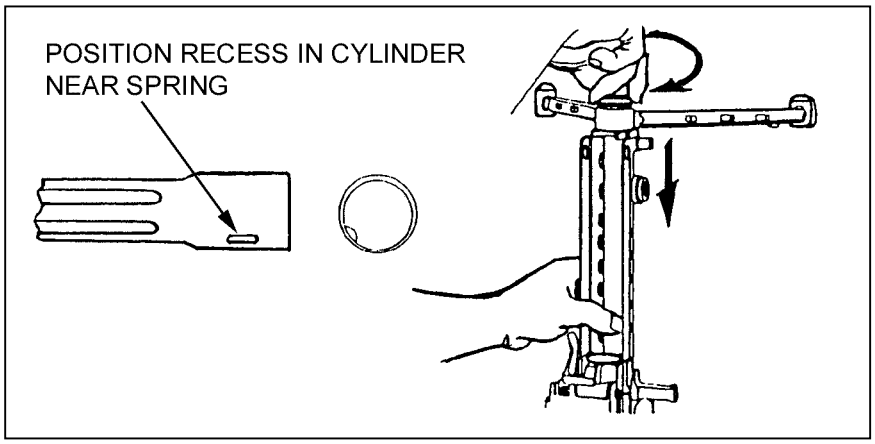

Figure 1-25. Replacement of gas cylinder group.
b. **Replacing the Gas Cylinder Group**. Push the gas cylinder through the bipod yoke into the receiver. Push the cylinder to the rear while countering the pressure of the locking spring and guiding the end of the cylinder into the receiver with the other hand applying downward pressure. Position the recess in the cylinder near the spring. Turn the cylinder until the spring clicks into the recess at the rear of the gas cylinder (Figure 1-25).